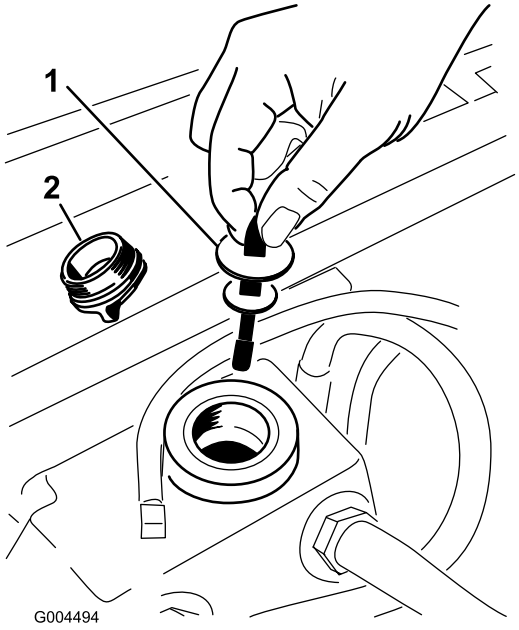

Figur 63
5. Fjern det hydrauliske oljelokket (Figur 63) fra påfyllingshalsen.
6. Ta ut peilestaven og tørk den med en ren fille (Figur 63).
7. Sett peilestaven ned i påfyllingshalsen, ta den deretter ut og kontroller oljenivået (Figur 63).